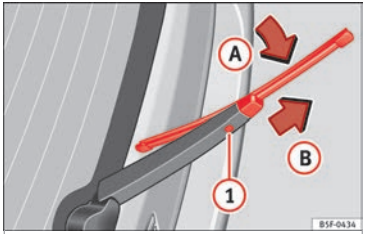

Fig. 142 Changing the rear wiper blade
- Lift the windscreen wiper arm and fold it at an angle of approximately 60° ››› **Fig. 142**.
- Press and hold the release button (1).
- Fold the wiper blade towards the windscreen wiper arm ››› **Fig. 142** (arrow (A)) while simultaneously pulling in the direction of arrow (B). This may require some strength.
- Insert a new blade of the **same length and type** in the windscreen wiper arm in the opposite direction to the arrow (B) and hook into place. This feature is operational when the knob is in position (arrow (A)).